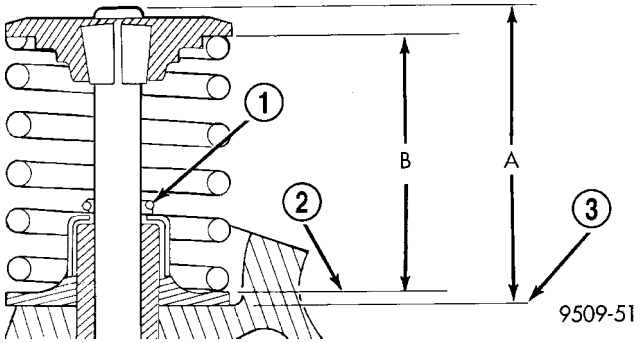

Fig. 36 Checking Spring Installed Height and Valve Tip Height Dimensions
(4) Check the valve spring installed height B after refacing the valve and seat (Fig. 36). Make sure measurements are taken from top of spring seat to the bottom surface of spring retainer. If height is greater than 38.75 mm (1.525 in.), install a 0.762 mm (0.030 in.) spacer under the valve spring seat to bring spring height back within specification.